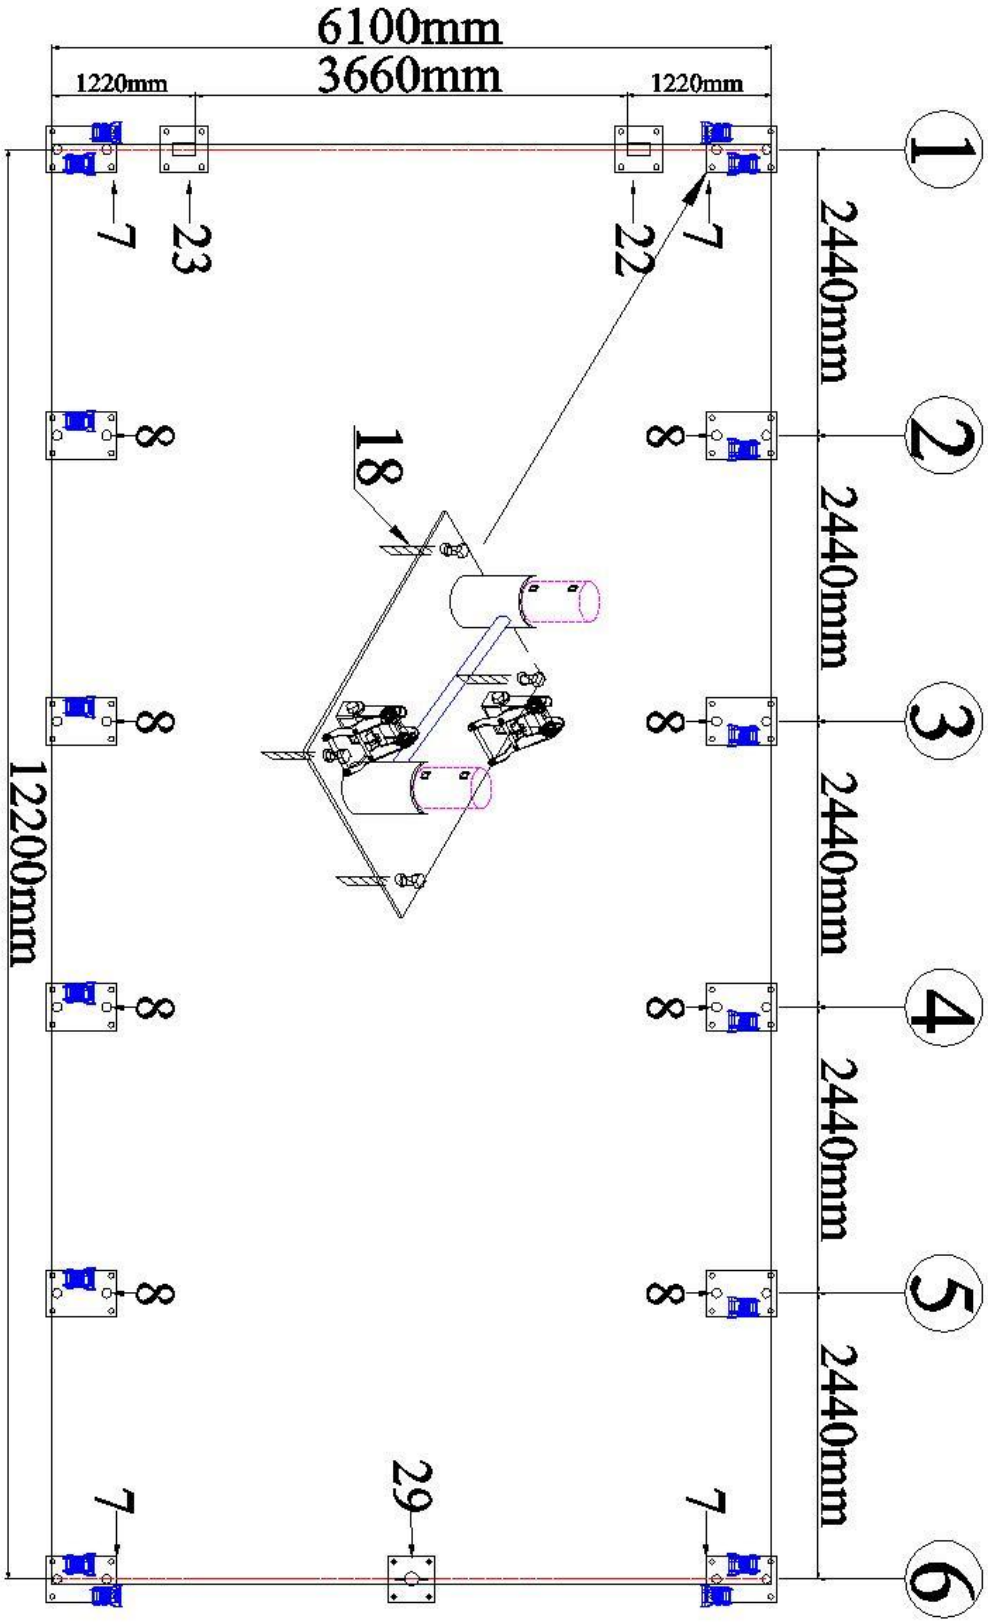

Figur 1
1. Merk av plasseringen av fotplatene som vist på tegningen (figur 1).